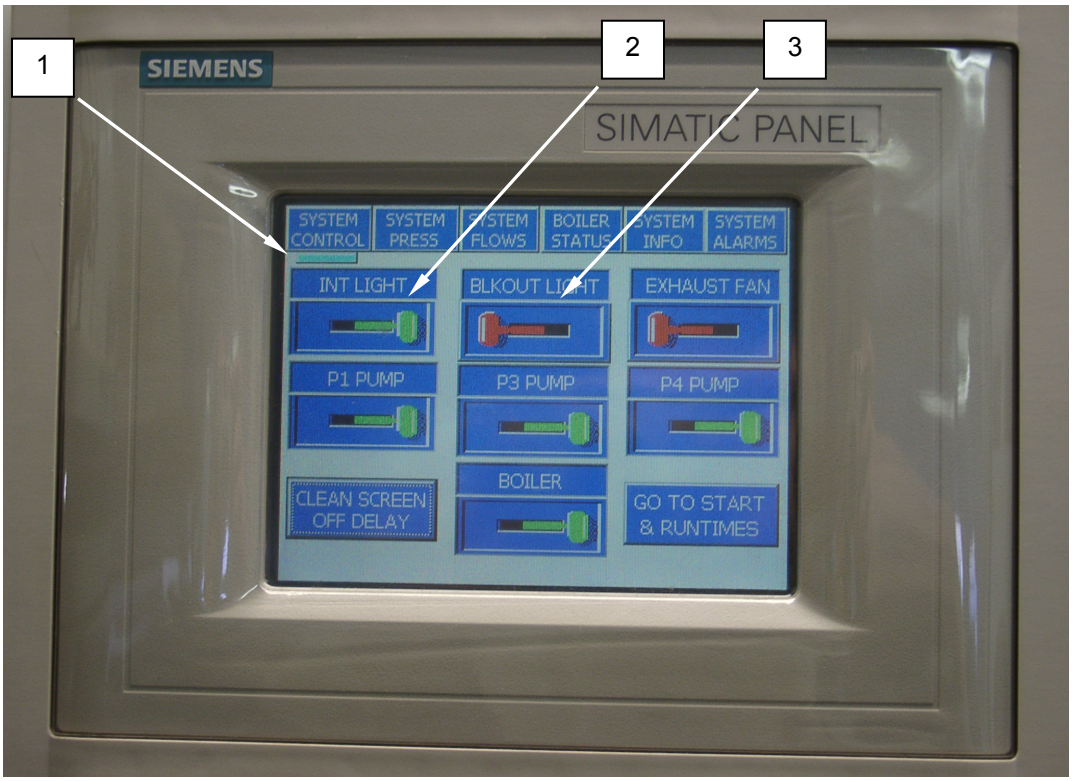

Figure 4. Operate the Blackout Lighting.
1. Ensure the System Control **(Figure 4, Item 1)** screen is displayed, and the INT LIGHT **(Figure 4, Item 2)** switch is ON. The blackout lighting will only function if the interior lighting switch is ON.
2. Turn the BLKOUT LIGHT switch **(Figure 4, Item 3)** to the ON position. The switch will turn green when the switch is ON and red when the switch is OFF. The lighting will change from standard interior lighting to blackout lighting.